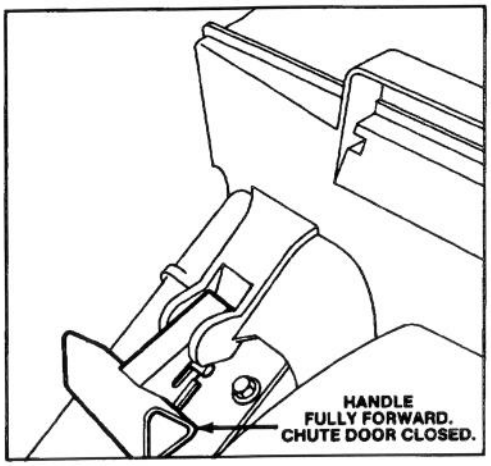

Figure 5
MULCH — In summer, when grass grows slower and is drier, mulch by closing chute door (Fig. 5). For convenience and protection, keep grass bag on mower.
2. Assure chute door handle is fully forward and pin is engaged in catch (Fig. 5).
5. EMPTYING BAG — Release control bar and wait for blade to stop. Move chute door handle forward to engage the locking pin with catch (Fig. 5). Grasp handle at front and rear of bag and lift bag off mower. Gradually tip bag forward to empty clippings.